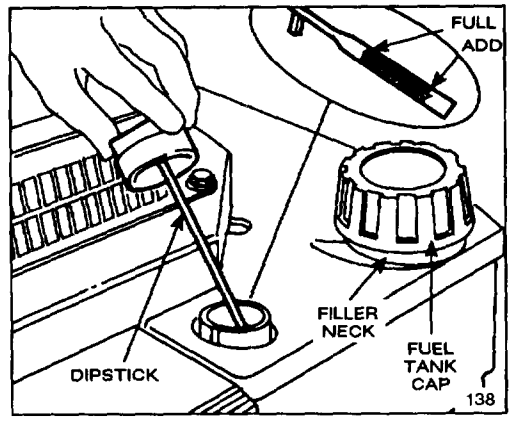

Figure 5
Before each use, ensure oil level is between ADD and FULL marks on dipstick (Fig. 5). Add oil if level is low.
3. Wipe dipstick and insert it into filler neck. Rotate cap clockwise 1/4 turn. Then remove dipstick and check level of oil (Fig. 5). If level is low, add only enough oil to raise level to FULL mark on dipstick. **DO NOT FILL ABOVE FULL MARK BECAUSE ENGINE COULD BE DAMAGED WHEN STARTED. POUR OIL SLOWLY.**
1. Clean around fuel tank cap and remove cap from tank (Fig. 5). Using unleaded gasoline, fill tank to 1/4" to 1/2" (6 to 13 mm) from top of tank, not into the filler neck. Do not fill the tank full.
1. CHECK OIL LEVEL—Maintain oil level between ADD and FULL marks as shown on dipstick (Fig. 5).